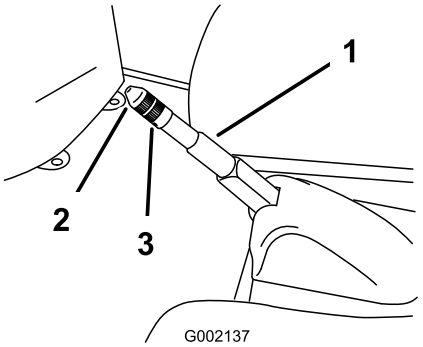

Figur 51
2. Løsne setteskruen som festen knotten til parkeringsbremsespaken (Figur 51).